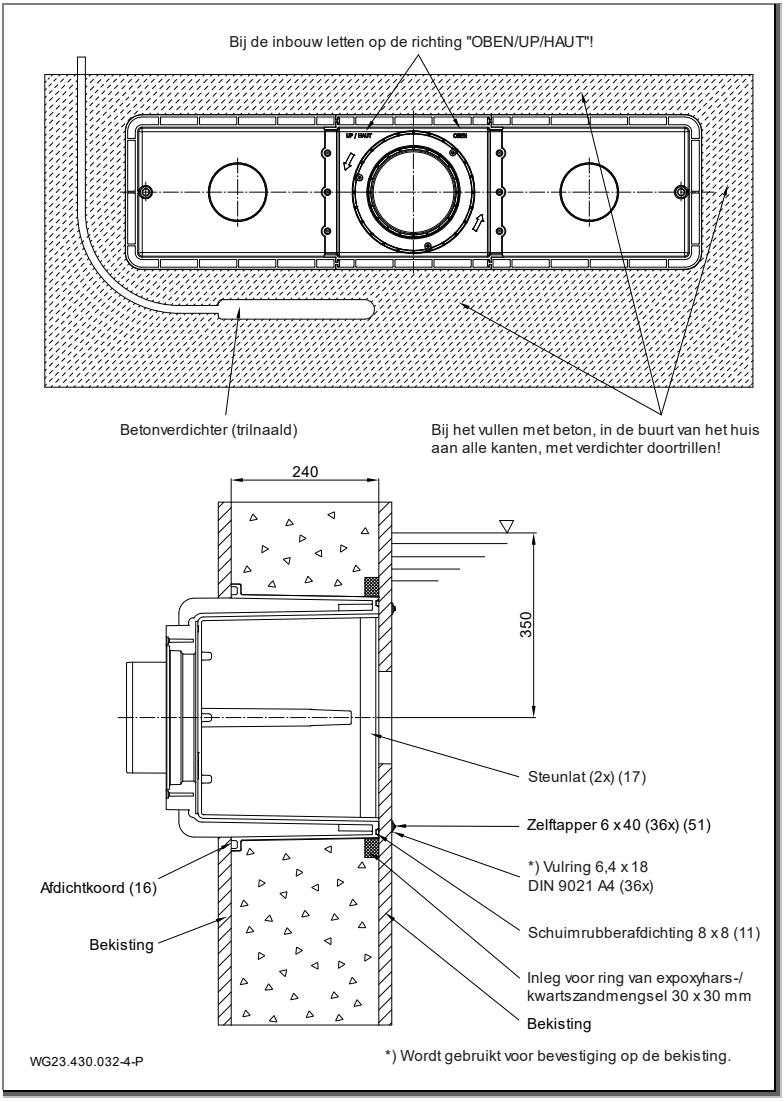

Afb. 5
Voor de afdichting t.o.v. de betonwand wordt geadviseerd een rondom lopende ring van expoyhars/kwartszand op de buitenwand aan de bassinzijde van het huis (1) te maken. Zie "Afb. 5" op bladzijde 22